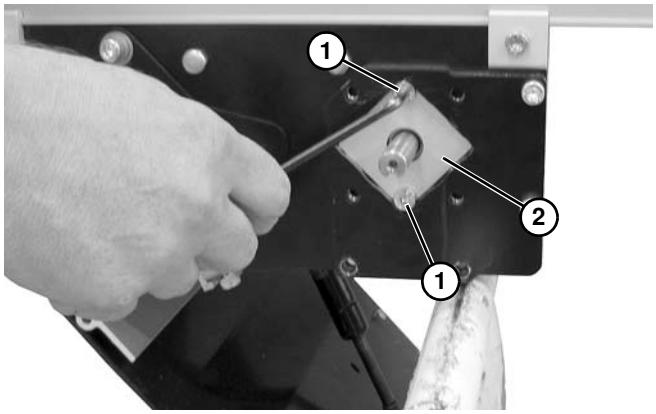
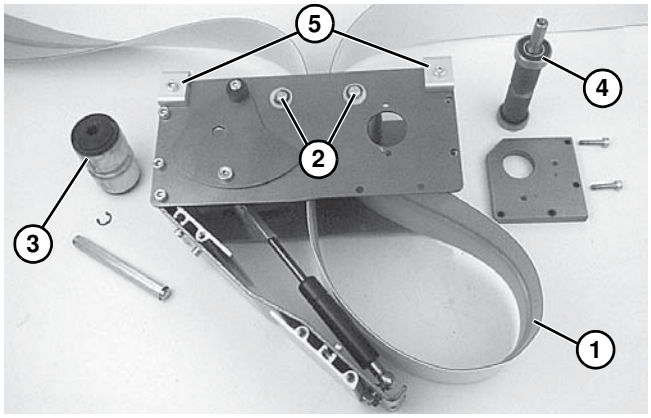

Abbildung 39
Abbildung 51
1. Schrauben **(Abbildung 39, Teil 1)** abmontieren und Spindellagerblock **(Abbildung 39, Teil 2)** abnehmen.
2. Bandschleife **(Abbildung 51, Teil 1)** in das Antriebsmodul zwischen den oberen Umlenkrollen **(Abbildung 51, Teil 2)** legen.
3. Gerillte Umlenkrolle **(Abbildung 51, Teil 3)** in die Bandschleife legen und in das Antriebsmodul einbauen. Siehe „Bandausbau von Antriebsmodul“ ab Seite 20 und Schritt 3 umgekehrt ausführen.
4. Treibrolle **(Abbildung 51, Teil 4)** in die Bandschleife legen und in das Antriebsmodul einbauen. Siehe „Bandausbau von Antriebsmodul“ ab Seite 20 und Schritt 1 und 2 umgekehrt ausführen. Schrauben **(Abbildung 39, Teil 1)** auf 6,8 Nm festziehen.
5. Das Antriebsmodul auf das Förderband montieren und die Klemmen **(Abbildung 51, Teil 5)** in jeder Ecke befestigen. Schrauben auf 6,8 Nm festziehen.